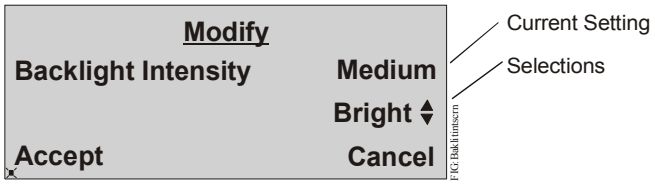

Figure 28: Modify Backlight Intensity Page
4. On the Modify page, use the up/down arrow keys to select a backlight intensity (Figure 28). The screen changes as you select an intensity level.